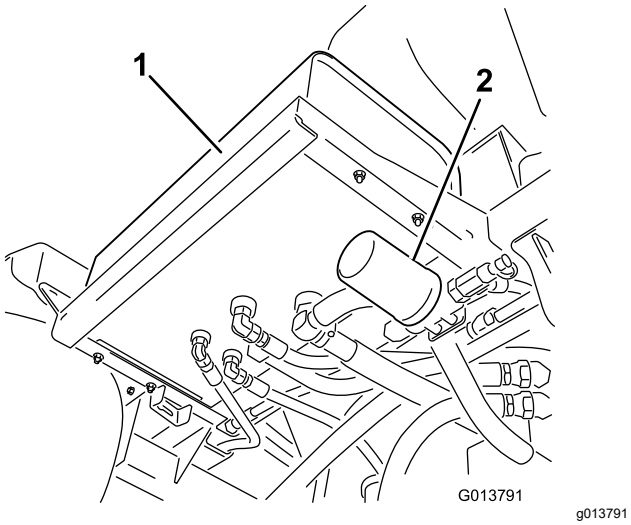
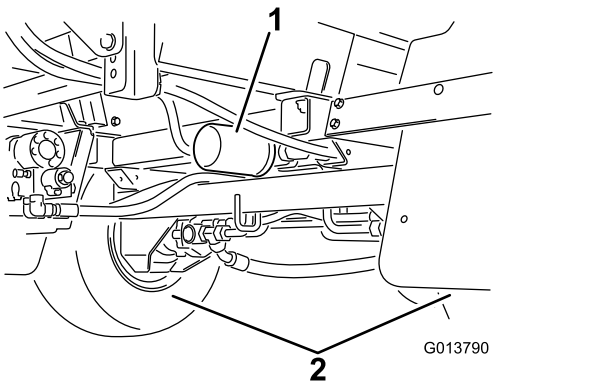

Figura 109
Figura 110
2. Localize os dois filtros hidráulicos na máquina (Figura 109 e Figura 110).